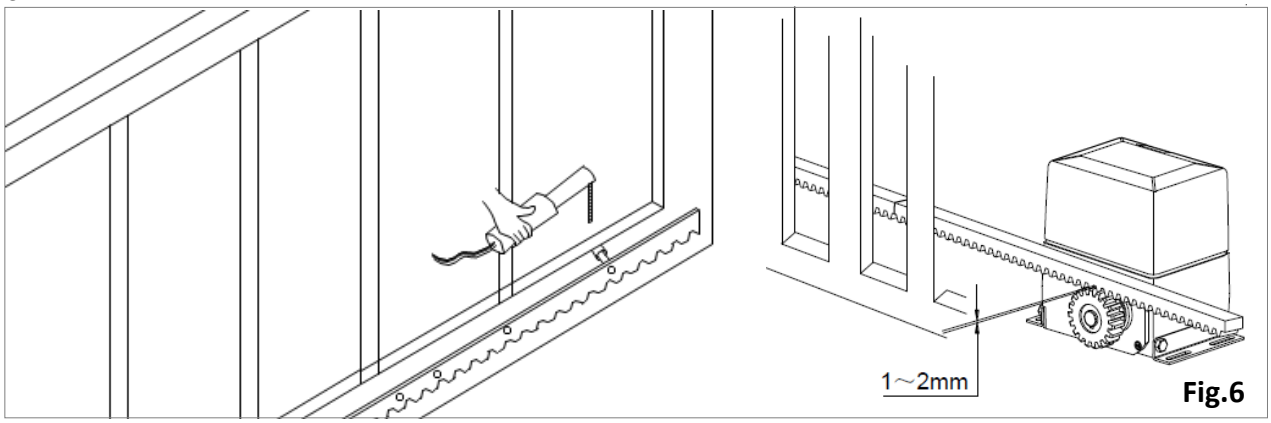

Fig.6
3. Instalación del Riel (Fig.6)
d. Una vez alineado, suelde la primera tuerca de montaje⑫ en la puerta en la posición adecuada.